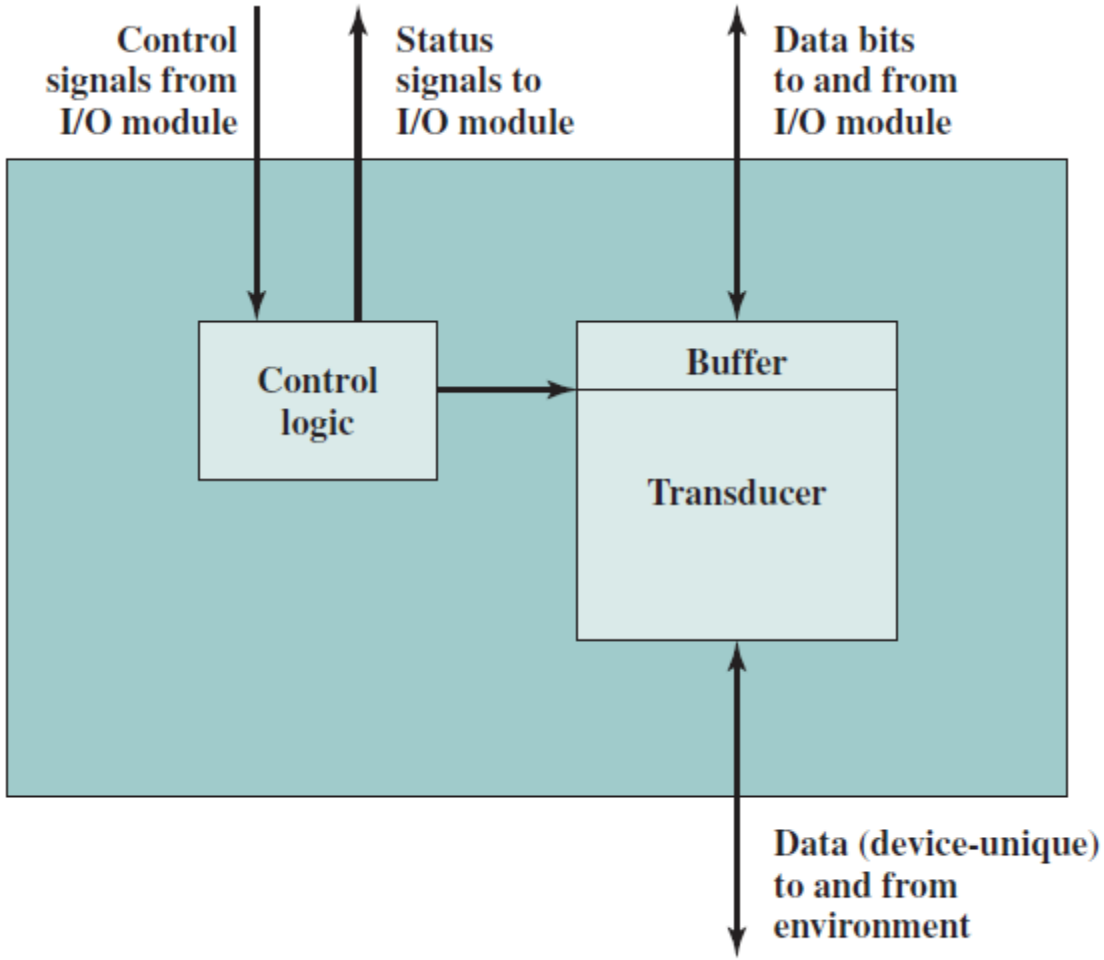

Figure 7.2 Block Diagram of an External Device
- The nature of an external device is indicated in Figure 7.2.
- In a fixed-head disk, the transducer is capable of converting between the magnetic patterns on the moving disk surface and bits in the device's buffer (Figure 7.2).